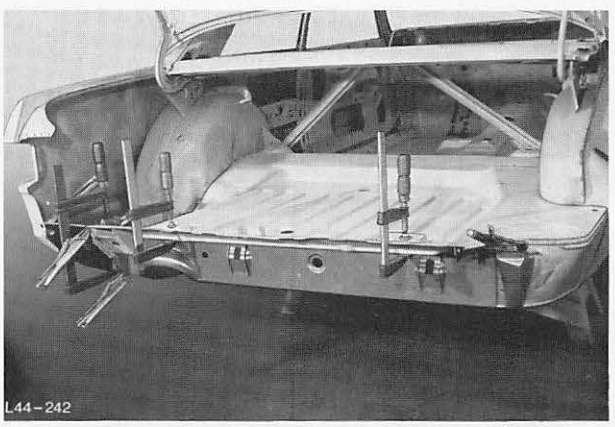

Abb. 257 Querträger einpassen und mit Spannzangen befestigen
7. Querträger einpassen und mit Spannzangen sowie Schraubzwingen befestigen, Abb. 257.